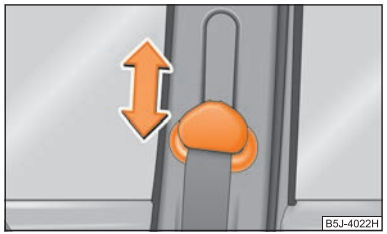

Fig. 112 Asiento delantero: ajuste de la altura del cinturón
– Para el ajuste, presionar el herraje de inversión y desplazarlo hacia arriba o hacia abajo ⇒ fig. 112.